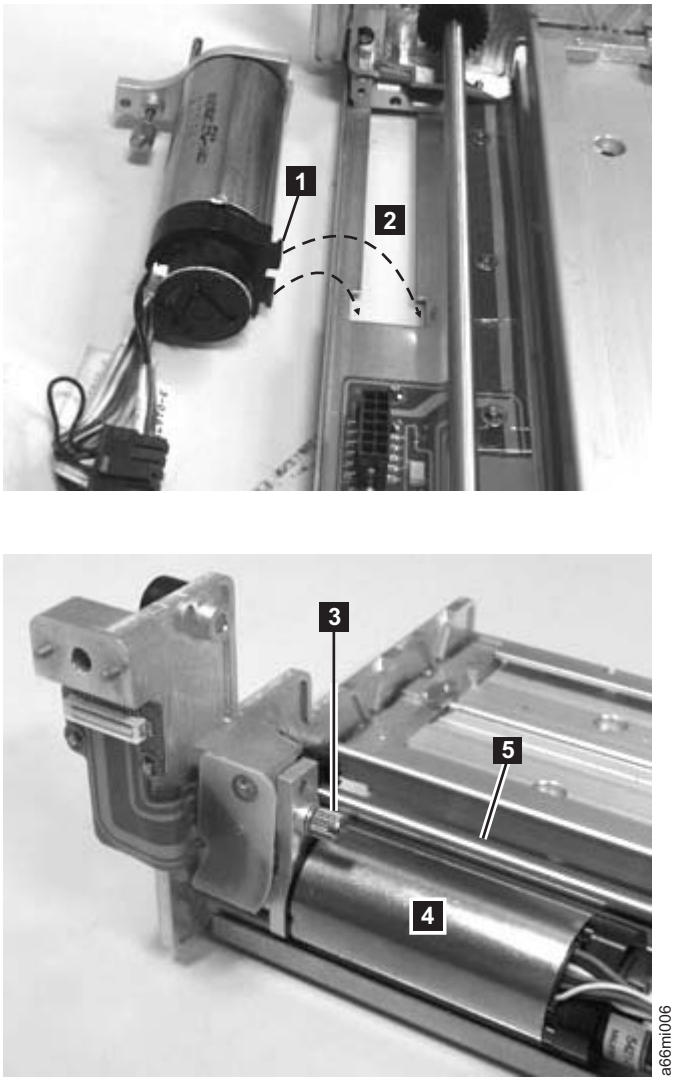

Figure 7-68. Correct Y motor position
1. Ensure that the black plastic piece on the wiring end of the motor (1 in Figure 7-68) fits into the slot in the base plate (2 in Figure 7-68). When the thumb screw (3 in Figure 7-68) is tightened, the top of the motor
(4 in Figure 7-68) must be parallel with the Picker guide rod (5 in Figure 7-68).